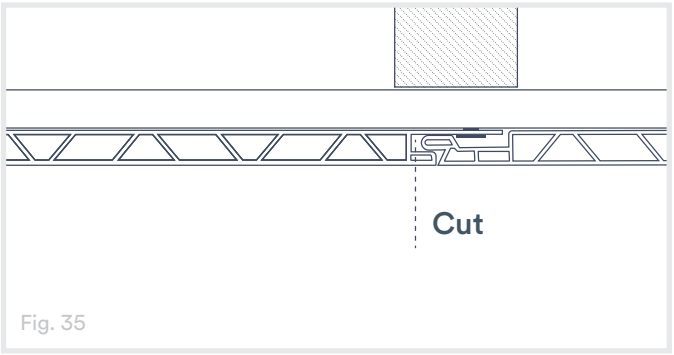

Fig. 35
4. On the groove side that remains, make another cut 3/4" away from the panel joint in the direction of the previous cut (Fig. 35).